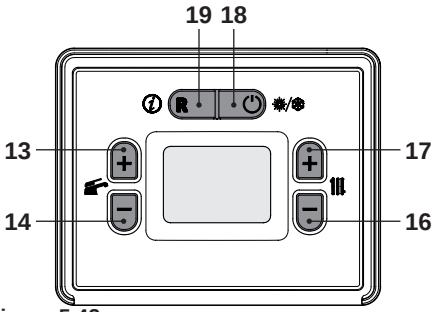
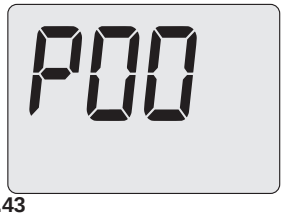

Figura 5.42
Figura 5.43
- Entrare in "modalità programmazione" premendo contemporaneamente per 5 secondi i tasti 18 e 19 (Figura 5.42). Sul display LCD appare il codice **P00**, indicante l'entrata nel "parametro P00" (Figura 5.43).
- Premendo il tasto 17 (Figura 5.42) sul display LCD appare il valore del parametro P03 (Figura 5.45).
- Premendo il tasto 13 o 14 (Figura 5.42) si ottiene la conferma del valore inserito e si ritorna alla lista parametri (Figura 5.44).
- Premendo il tasto 18 (Figura 5.42) si esce dalla "modalità programmazione".